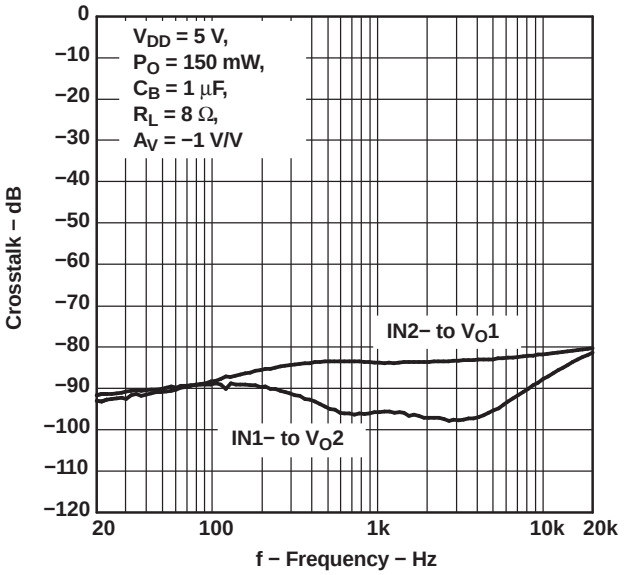

Figure 24.
- Changed Figure 24, From: frequency limit at 1M To: frequency limit at 20K 10